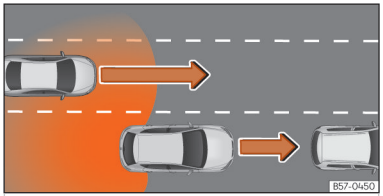

Abb. 150 Überholen mit Verkehr im hinteren Bereich.
- Bei einer Überholung durch ein anderes Fahrzeug ››› (Abb. 150).